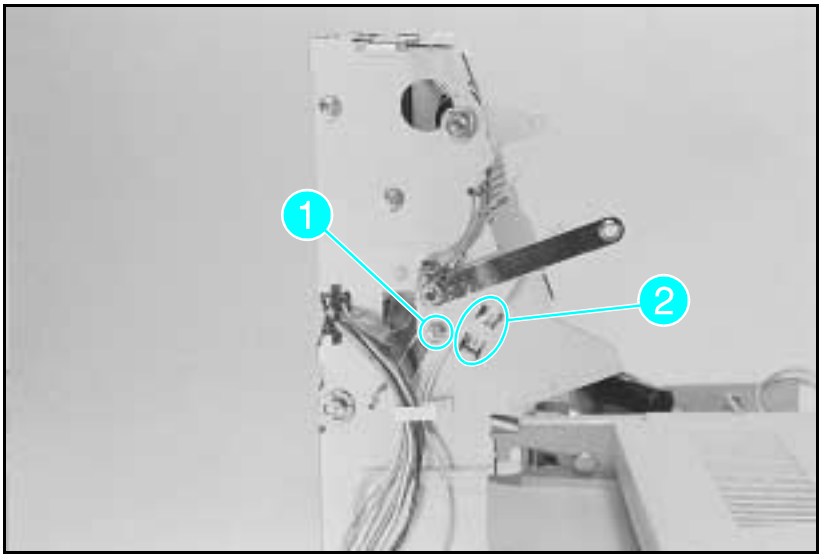

Figure A-13 Solenoid Arm
1 Remove the (1) screw below the Switchback Solenoid Arm on the gear side as shown in Figure A-13, callout *1*.
2 Remove the sensor, squeezing the tabs on the underside of the sensor (see Figure A-13, callout *2*).